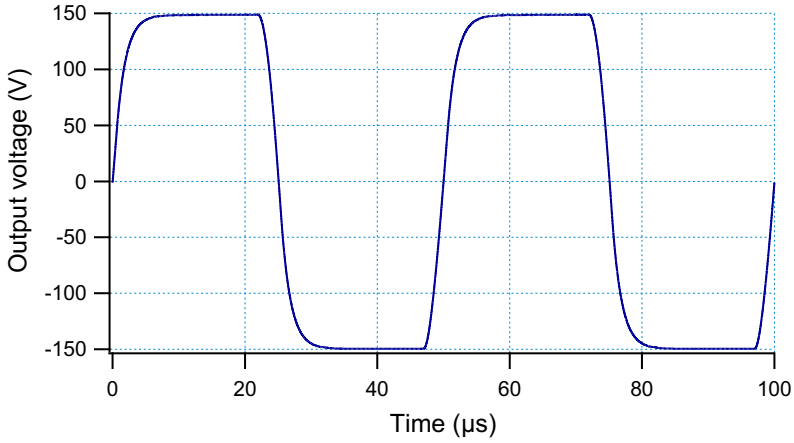

Figure 12. Square wave 300V_{pp} 20kHz
- Square wave response (Fig. 12, 13, 14)